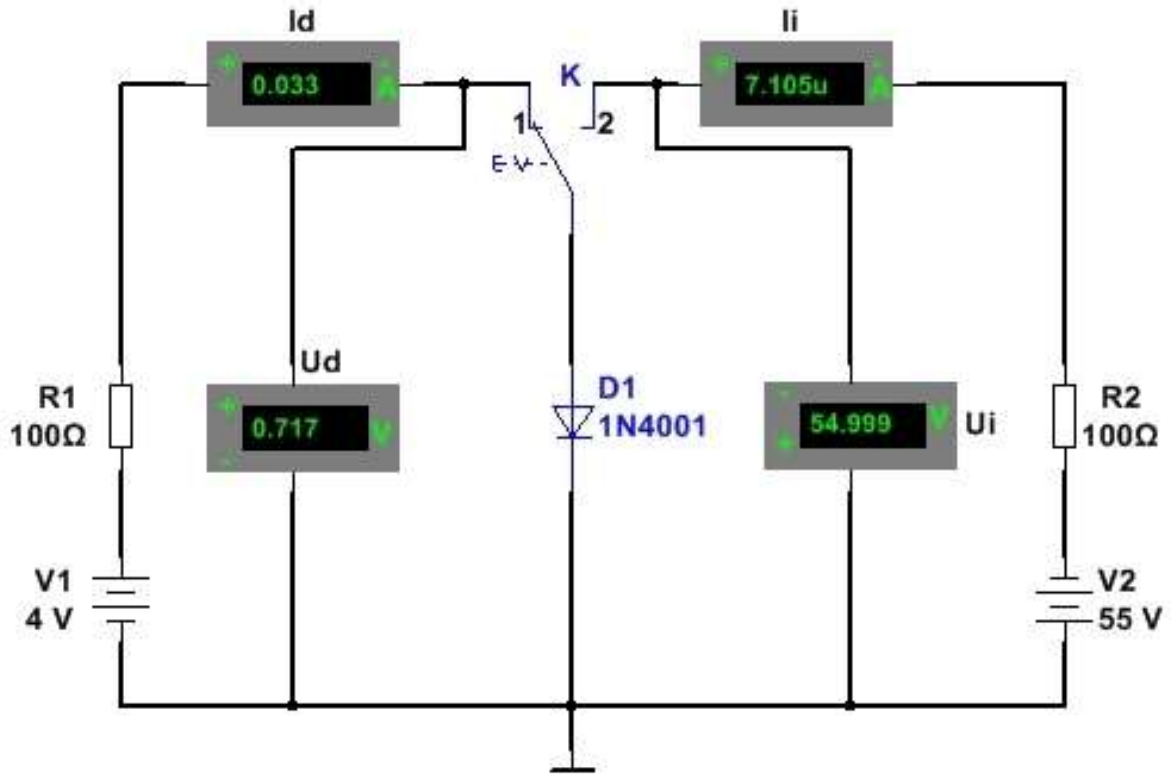

Figura 3.7 Circuite de polarizare directă și inversă a diodei redresoare
1. Se realizează cu simulatorul schema din **figura 3.7**;